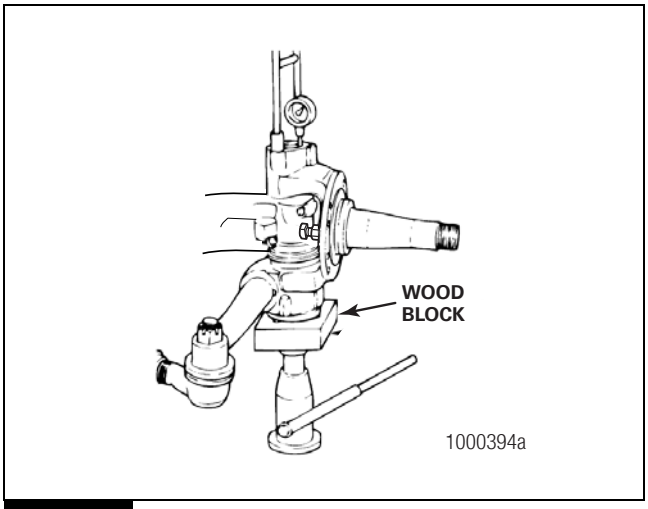

Figure 6.27
- Place a block of wood and a hydraulic jack under the bottom of the knuckle. Raise the knuckle until the pointer on the dial indicator stops. Figure 6.27.